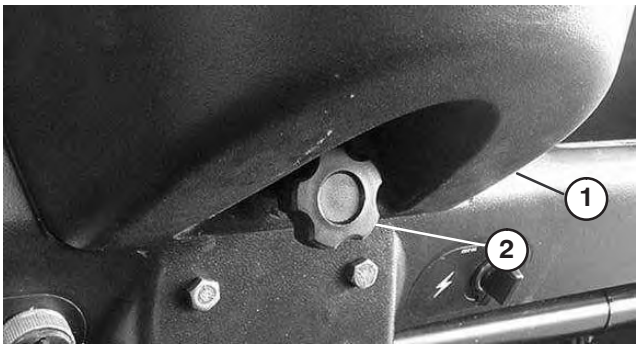

Figure 20
2. Desserrez le bouton de fixation du porte-boisson à la planche de bord (Fig. 20). Déposez le porte-boisson de la planche de bord.